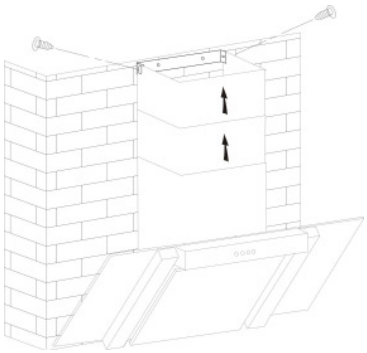

Abb. 7
- Am gewünschten Höhenende des Schachtes befestigen Sie den entsprechenden Haltewinkel und befestigen danach den Schacht mit den entsprechenden Schrauben (Abb. 7).